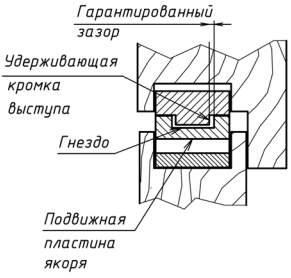

Рисунок 10
6.10 В закрытом положении двери между удерживающей кромкой выступа и гнездом должен сохраняться «гарантированный зазор» (рисунок 10). При этом зазор не должен уменьшаться из-за влияния уплотнения двери, деформации дверного полотна, неточной навески петель и других факторов, создающих «отдачу» двери при закрывании.